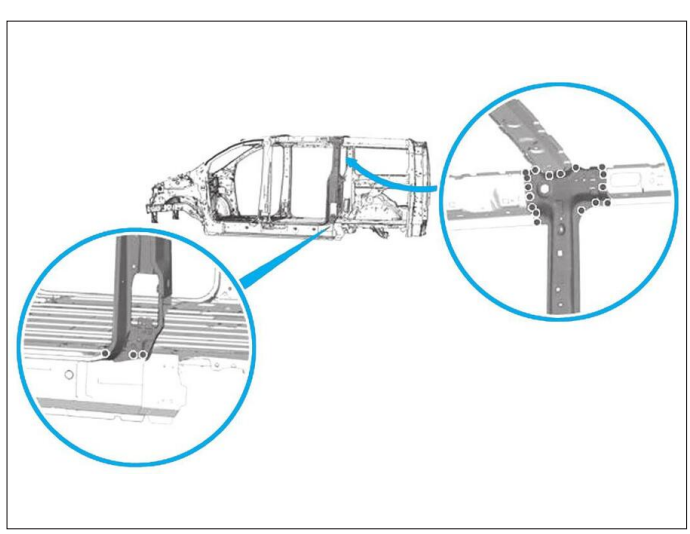

**FIG. 67**
• Souder par points électriques **(Fig.67)**.